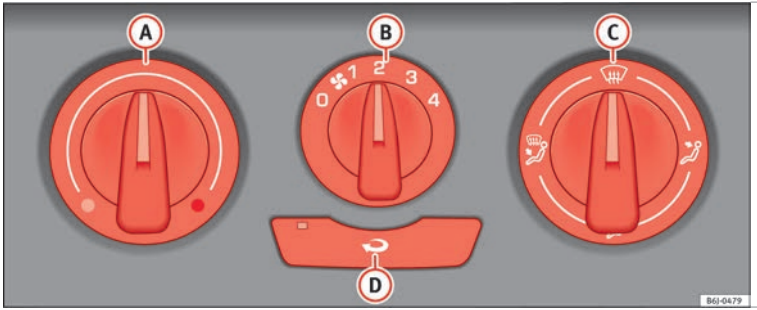

Fig. 126 Heating controls on the dash panel.
– Turn the temperature selector ››› **Fig. 126** (A) anticlockwise.
– Turn blower switch (B) to any of the head settings 1 -4.
– Set the airflow to the desired direction using air distribution control (C).
– Turn the temperature selector ››› **Fig. 126** (A) clockwise to select the desired temperature.
– Turn the temperature selector ››› **Fig. 126** (A) clockwise to reach the maximum temperature.
– Turn the blower switch (B) to setting 4.
– Close outlet (3).
– Open and turn outlet (4) towards the side windows.
– Turn the temperature selector ››› **Fig. 126** (A) to the heating area.
– Turn blower switch (B) to any of the head settings 2 -3.
– Close outlets (3)
– Open and turn outlets (4) towards side windows.